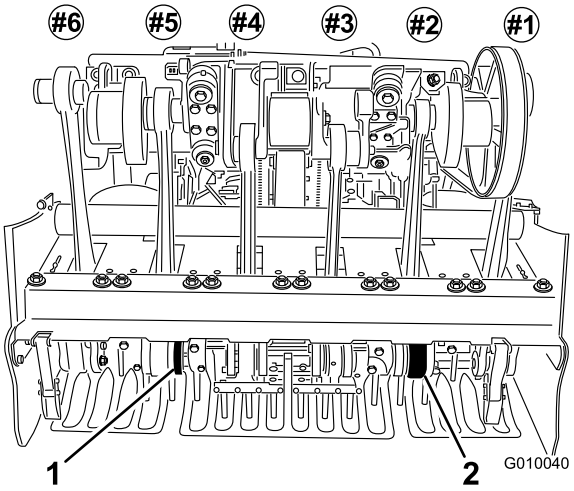

**Figur 26**
5. Installer pipene på pipeholderne nr. 2 og nr. 5 (Figur 26). Stram til boltene.